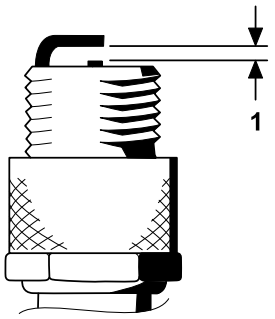

Figur 35
4. Indstil gnistgabet mellem midten og siden af elektroderne til 0,76 mm som vist i Figur 35.